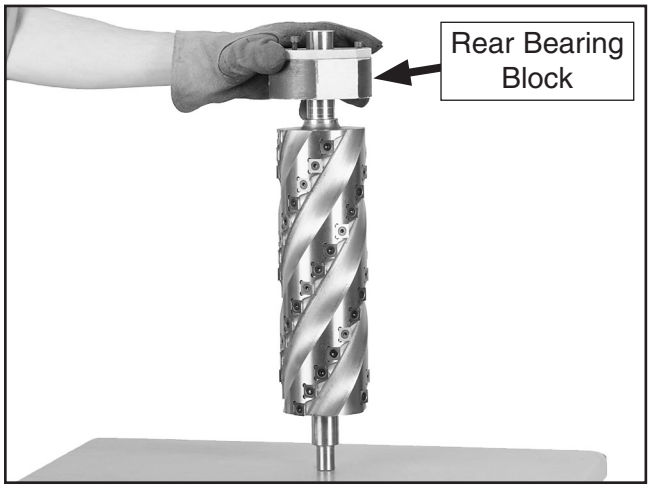

Figure 15. Reinstalling rear bearing block assembly.
2. Slide the rear bearing block as far as possible onto the longer length of the cutterhead shaft, as shown in **Figure 15**.